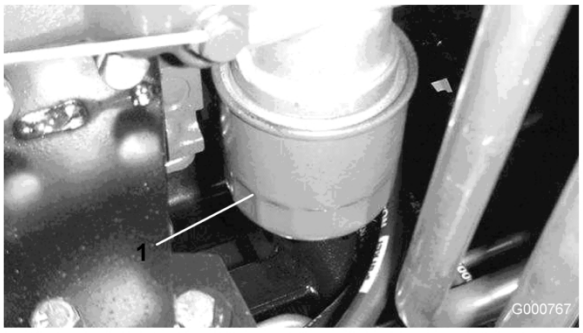

Figuur 43
2. Verwijder het oliefilter (Figuur 43). Smeer een dun laagje schone olie op de nieuwe filterpakking voordat u deze vastschroeft. Niet te vast aandraaien.